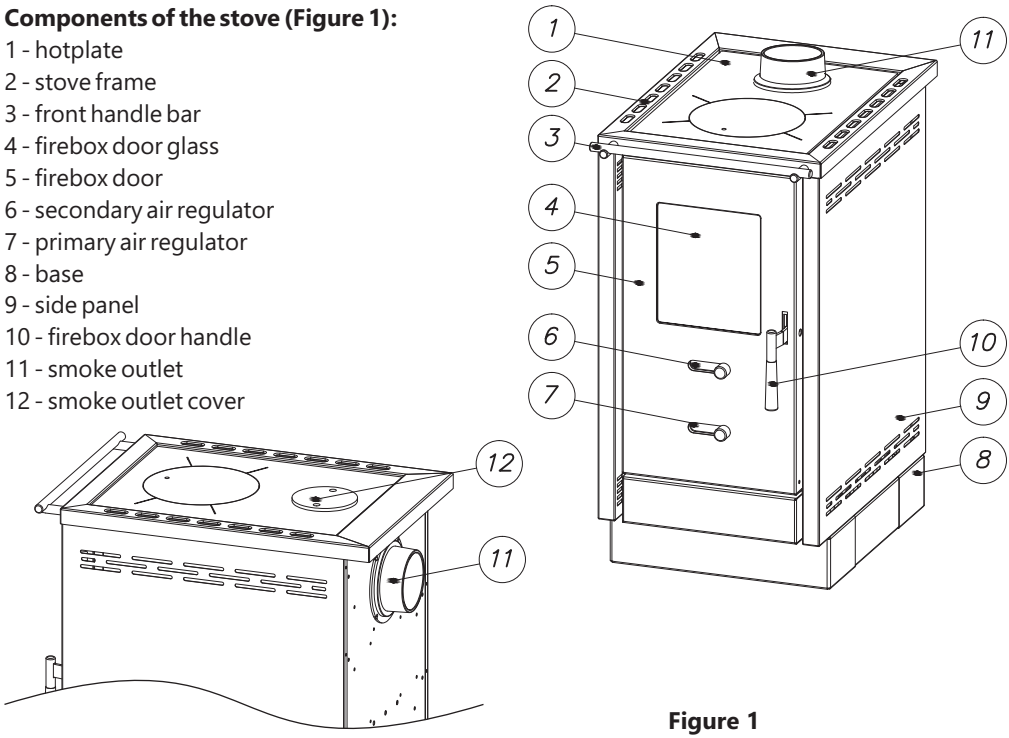

Figure 1
- Figure 1 shows the appearance of the stove with the components essential for operation.
- Stove cooktop consists of stainless steel frame (item 2) and steel hotplate (item 1).
- Cooktop frame holds a front handle bar (item 3) which is connected to the stove via brackets.
- The stove is supplied with a cast smoke outlet (item 11), which can be installed on the hotplate or on the rear side of the stove.
Components of the stove (Figure 1):